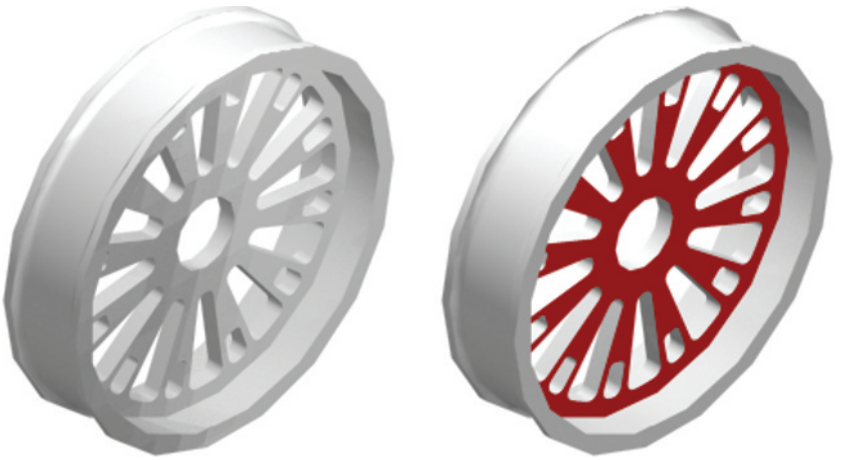

Fig. 18.18 Seventh example – **Color faces tool**
Seventh example – Color faces tool (Fig. 18.18)
3. Add lights and a material to the edited 3D model and render (Fig. 18.18).